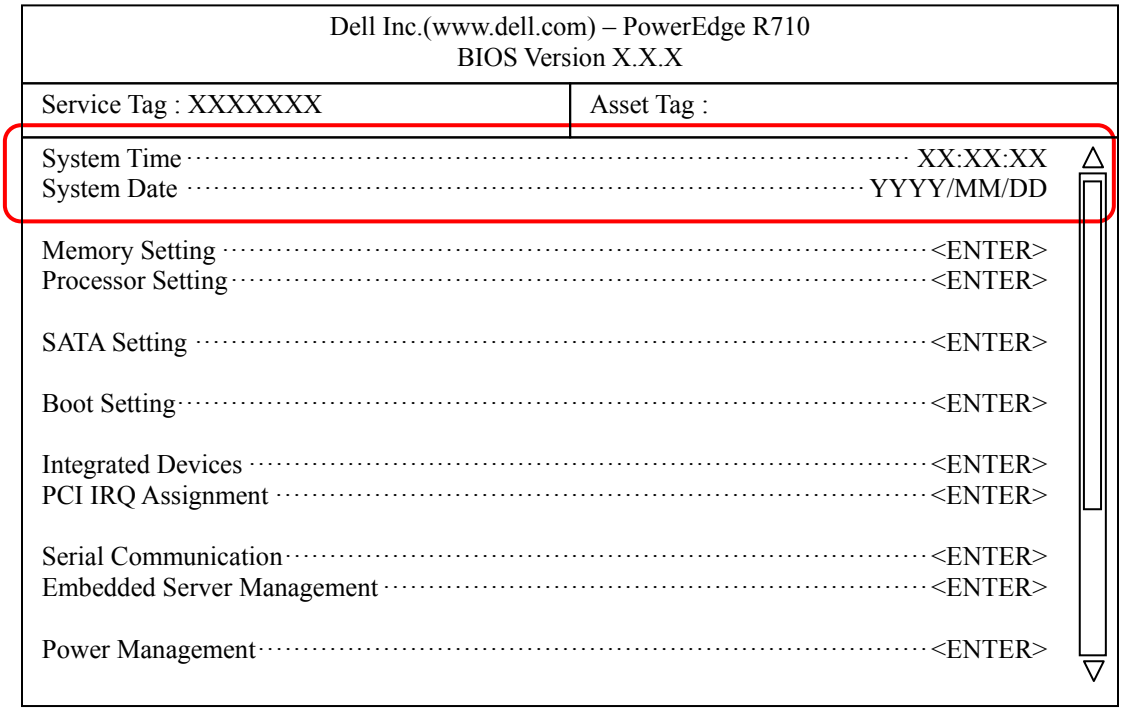

Figure B.2.4-1 BIOS Setup Utility window
(2) In the BIOS Setup Utility window (Figure B.2.4-1), select "System Time", press [Enter] key, and then manually enter the UTC time that is obtained from/by either of the following:
(3) In the BIOS Setup Utility window (Figure B.2.4-1), select "System Date", press [Enter] key, and then manually enter the UTC date that is obtained by the same procedure as the step (2) above.
(4) In the BIOS Setup Utility window (Figure B.2.4-1), press the [Esc] key.